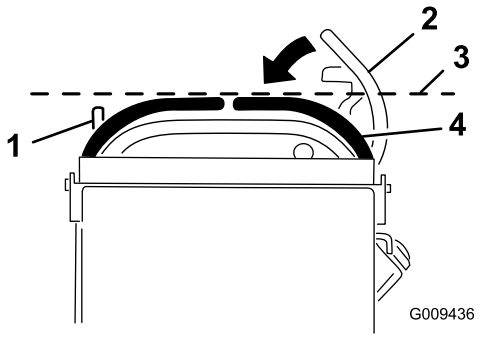

**Figuur 69**
3. Duw de rechterrijhendel uit de vergrendelde neutraalstand (Figuur 69).
4. Controleer of de hendel horizontaal is uitgelijnd met de linkerrijhendel (Figuur 69).